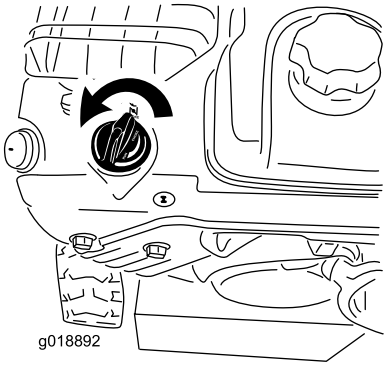

Figur 23
5. Flytta choken till chokeläget (Figur 23).